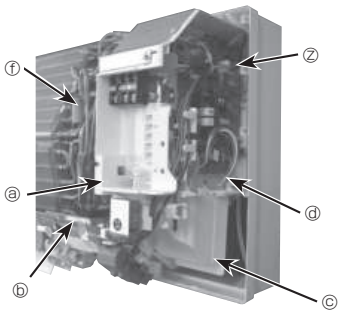
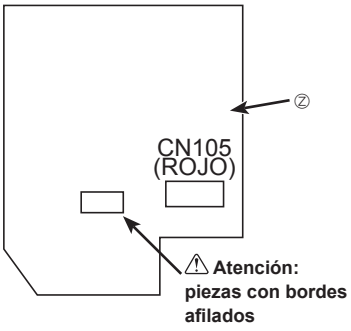

Fig. 6-5
Fig. 6-6
⑧ Retire la guía del cable. (Fig. 6-5)
⑩ Quite el termistor de la tubería de líquido (TH2). (Fig. 6-5)
⑪ Desprenda parcialmente la cinta del motor de paletas y afloje el cable. (Fig. 6-5)
⑫ Afloje el cable del motor del ventilador. (Fig. 6-5)
⑬ Extraiga la caja eléctrica tirando hacia usted.
⑭ Conecte firmemente el cable eléctrico de la interfaz de radiofrecuencia al conector CN105 (ROJO) del panel del controlador interior. (Fig. 6-6)
⑮ Vuelva a colocar las piezas que había retirado.